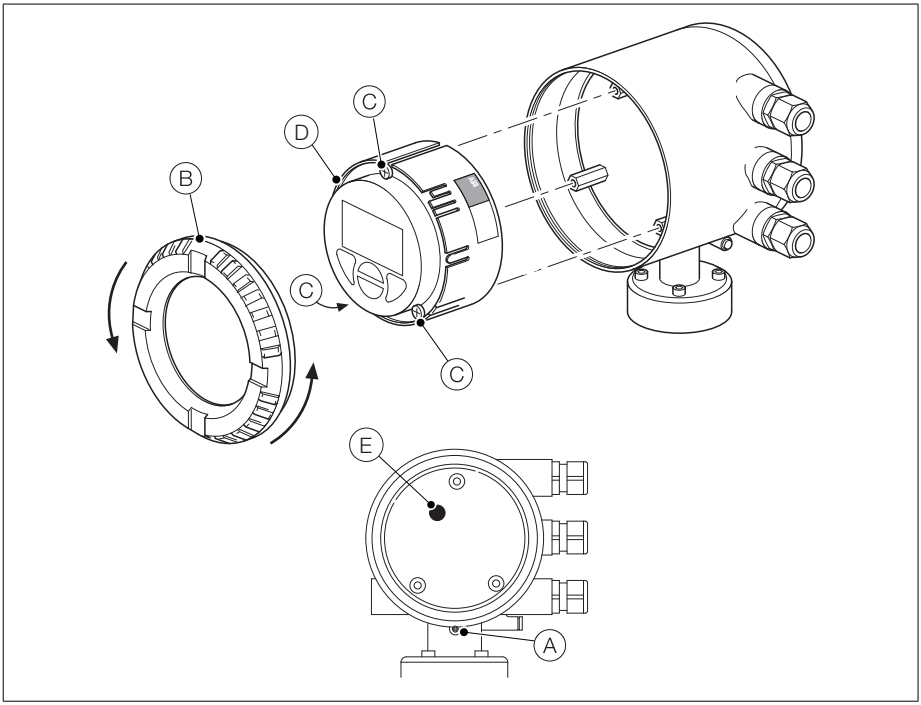

Fig. 4.14 Integreret transmitter – Udskiftning af den indre sikring
2. Se fig. 4.14, og skru sikkerhedsskruen (A) i.
3. Skru dækslet (B) ud, og afmonter det.
4. Løsn de tre patronskruer (C), og løft patronen D væk fra huset.